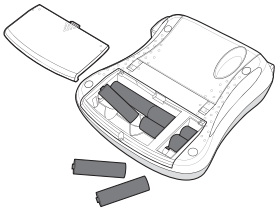

Figure 2
1. Retirez le couvercle du compartiment à piles de l'étiqueteuse en le faisant glisser. Voir figure 2.